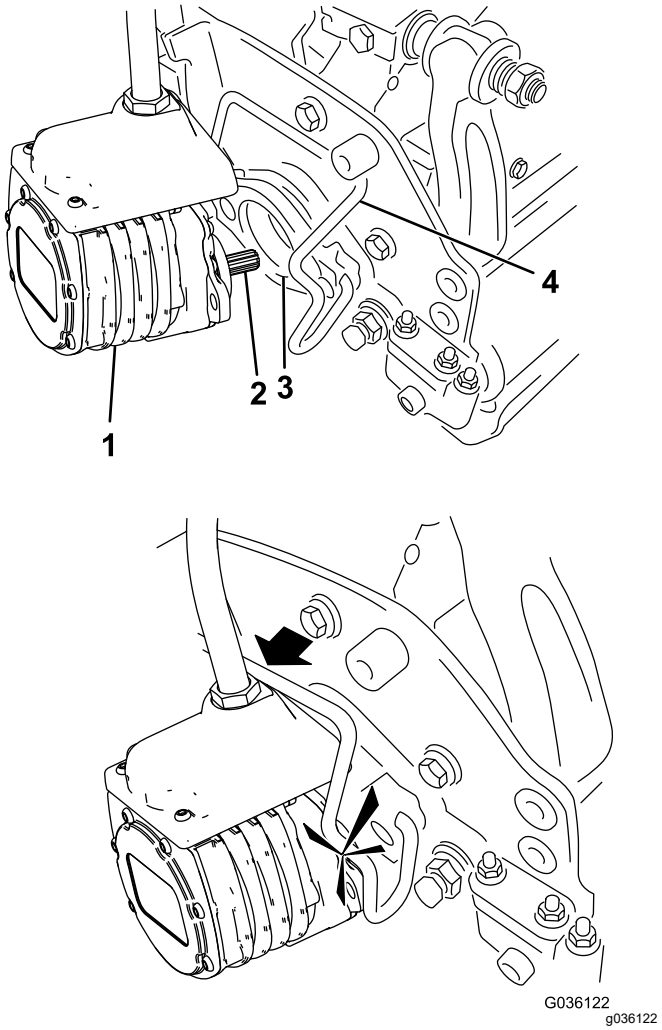

Figur 72
6. Stryk på rent fett på klippenhetsmotorns räfflade axel (Figur 72).
7. För in motorn på vänster sida av klippenheten (sett från förarsätet) och dra motorfäststaget på klippenheten mot motorn tills du hör ett klickljud från båda sidorna av motorn (Figur 72).